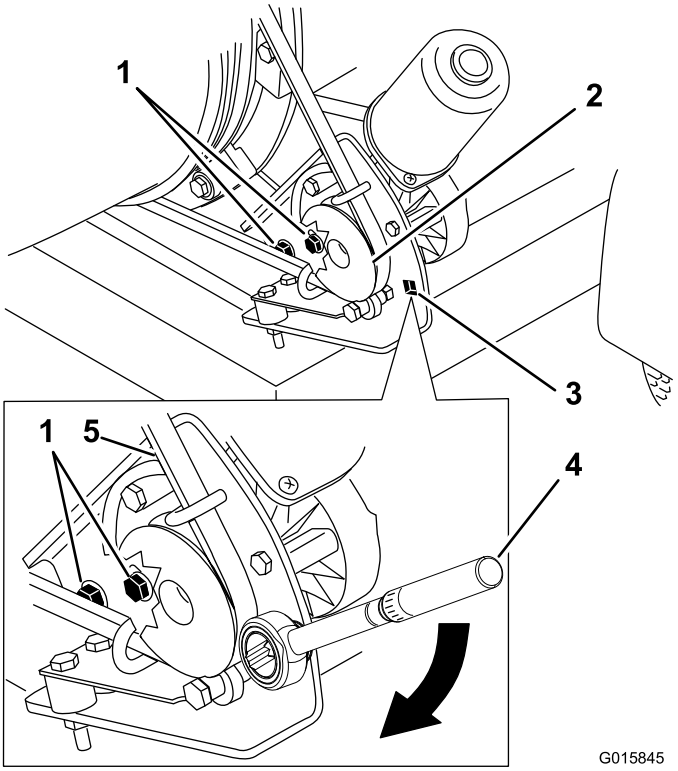

Figur 33
1. Løsn de bolte, der fastgør remskivens monteringsbeslag til blæsemaskinens stel (Figur 33).
2. Placer en momentnøgle i remskivens monteringsbeslag (Figur 33).
3. Drej remskivens monteringsbeslag væk fra dysen, indtil momentnøglen viser 22,6 til 26,0 Nm (Figur 33).